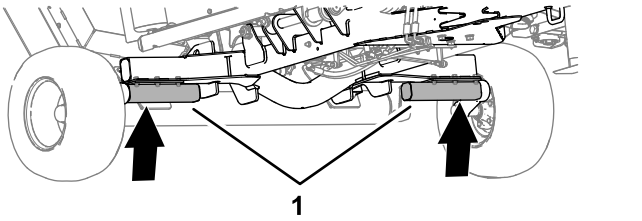

Figuur 45
1. Hef de maaier op bij de ashelften zoals getoond in Figuur 45.